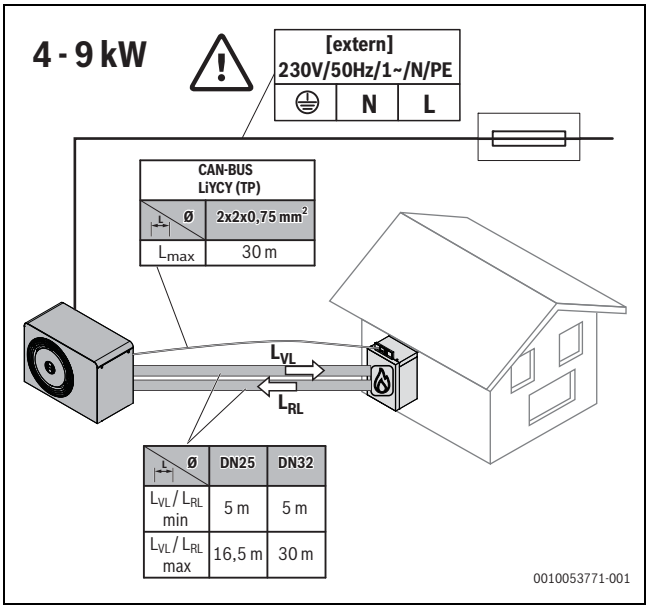
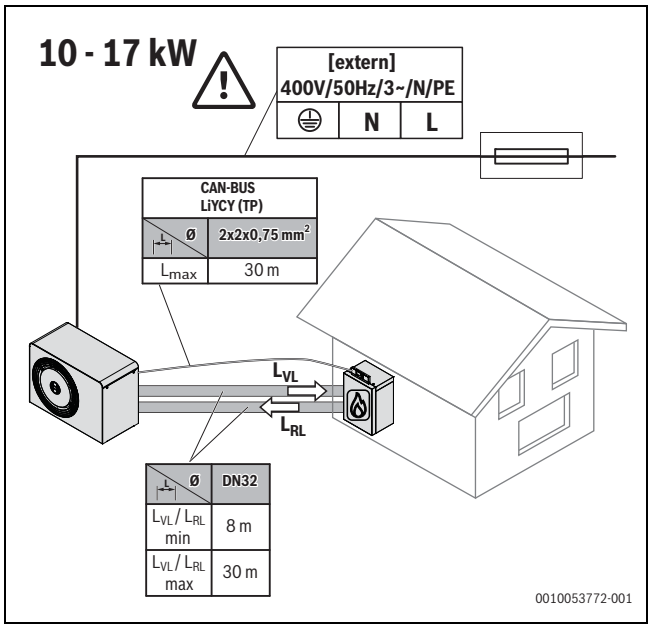

Fig. 8 Exigences relatives à la longueur des conduites 4 – 9 kW
Fig. 9 Exigences relatives à la longueur des conduites 10 – 17 kW
▶ Respecter les longueurs minimales et maximales de la conduite et du câble de BUS CAN entre le raccordement au niveau de l'assemblage de la tuyauterie HF-Set HYC40-2 (longueur simple du tuyau) et l'unité extérieure (→ fig. 8 ou fig. 9)